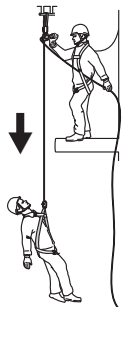

Рис. 10
- Спустите нижний конец веревки с присоединенным карабином до уровня пострадавшего, присоедините пострадавшего. Отсоедините строп, который участвовал в остановке падения. Пострадавший может самостоятельно присоединить карабин к точке крепления страховочной привязи, если находится в сознании (рис. 10).